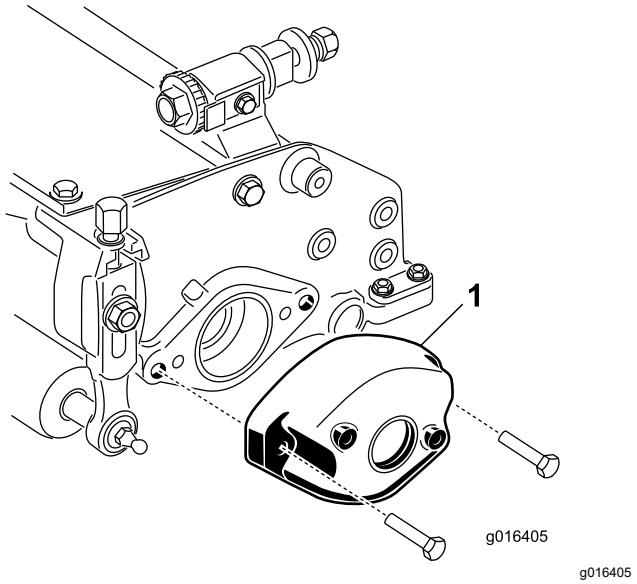

Figura 3
2. Rimuovete il contrappeso (Figura 3).